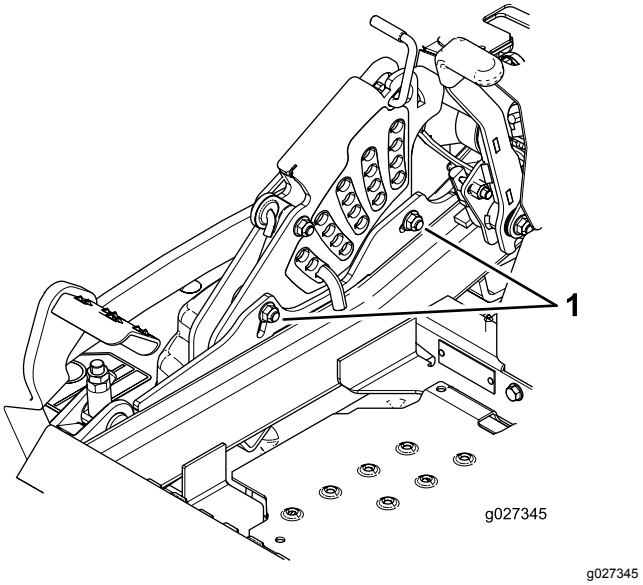

Figuur 87
10. Om het enkelpuntssysteem af te stellen, moet u de 2 bouten onderaan de maaihoogteplaat losdraaien (Figuur 87).
11. Draai de 2 bouten aan de onderzijde van de maaihoogteplaat vast (Figuur 87).